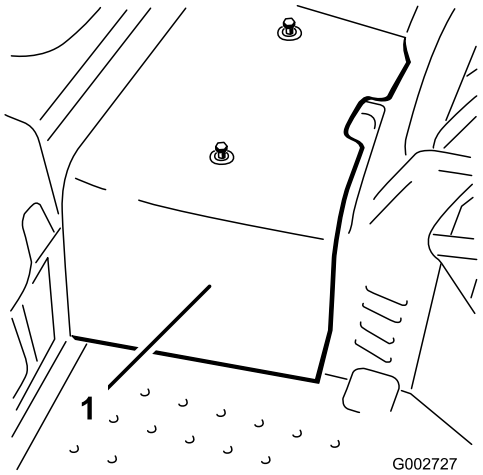

Figur 32
2. Lossa de två skruvarna som fäster mittskyddet vid maskinen och ta bort skyddet (Figur 32).